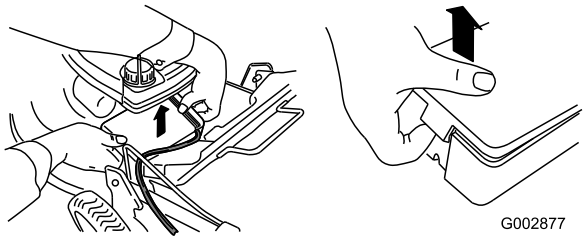

Figur 7
1. Åbn clipsen i begge ender af batteridækslet, og tag det af (Figur 7).